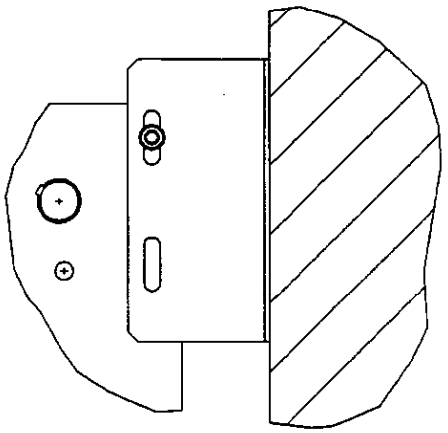

FIGURE 9
- Bolt the four (4) wall mounting feet to each corner of the operator frame using (4) 3/8-16 carriage bolts, keps nuts and flat washers.
- See Figure 9